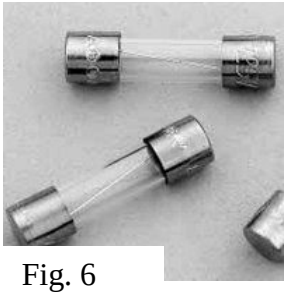

Fig. 6
h. If an inline fuse is present (rare), inspect the fuse for damage to the internal filament (Figure 6).